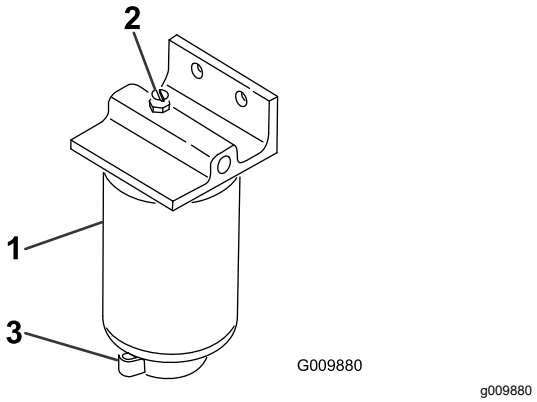

Figure 58
3. Desserrez le robinet de vidange au bas de la cartouche du filtre (Figure 58).
2. Nettoyez la surface autour des supports de la cartouche du filtre (Figure 58).